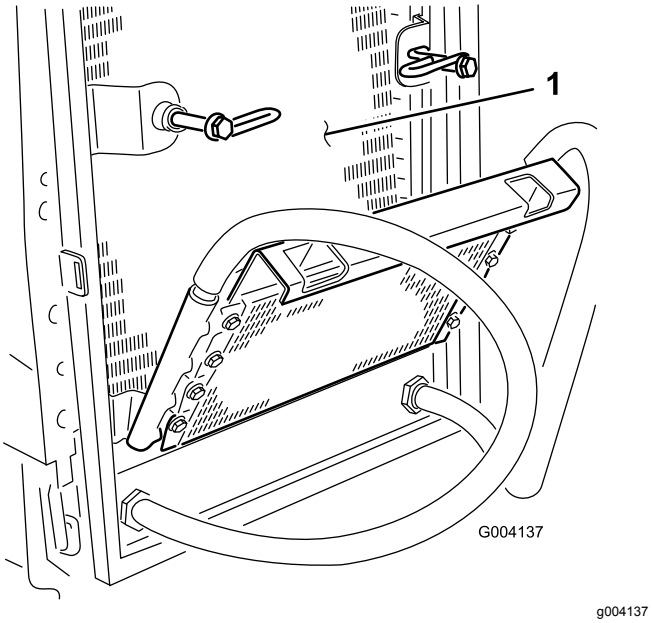

Figur 53
7. Arbejd fra kølerens ventilatorside, og blæs smudset ud med trykluft ved lavt tryk (3,45 bar) (brug ikke vand). Gentag proceduren stående foran køleren og igen fra ventilatorsiden. Rengør begge sider af oliekøleren grundigt. Når køleren og oliekølerne er grundigt rengjorte, skal du rense evt. ophobet smuds på andre dele af maskinen (Figur 53) med trykluft.